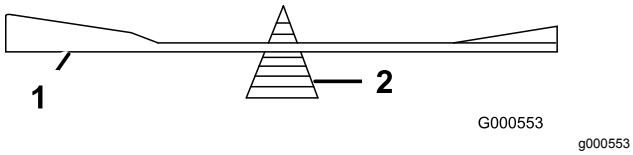

Figure 79
2. Vérifiez l'équilibre de la lame en la plaçant sur un équilibreur (Figure 79).